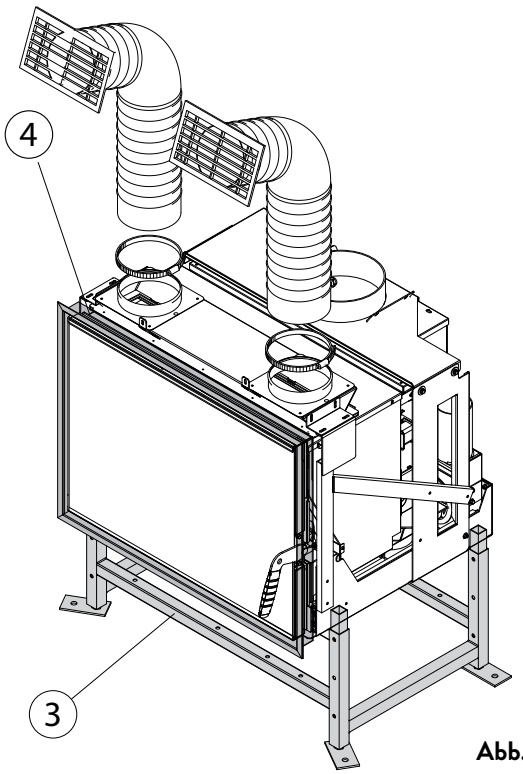

Abb. 6.4.3
C) Sockelsatz „3“ (Abb. 6.4.3)
D) Rahmen „4“ (Abb. 6.4.3)